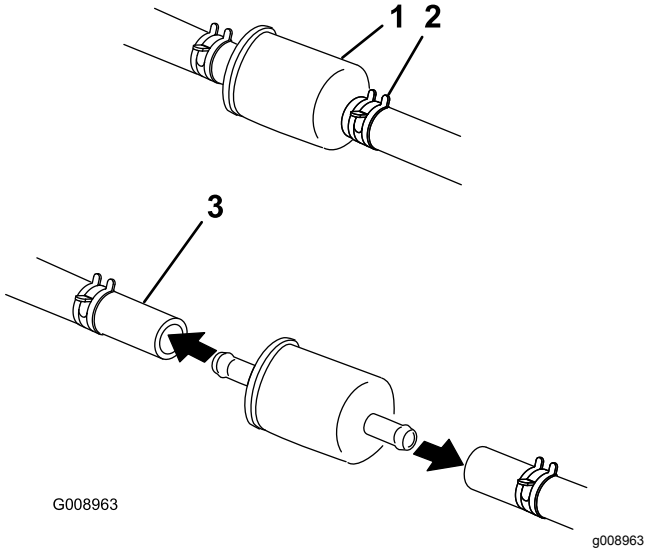

Bild 50
5. Schließen Sie den Kraftstoffhahn unter dem Sitz (Bild 50).
6. Drücken Sie die Enden der Schlauchklemmen zusammen und schieben Sie sie vom Filter weg (Bild 50).
8. Setzen Sie einen neuen Filter ein und schieben Sie die Schlauchklemmen an den Filter heran (Bild 50).